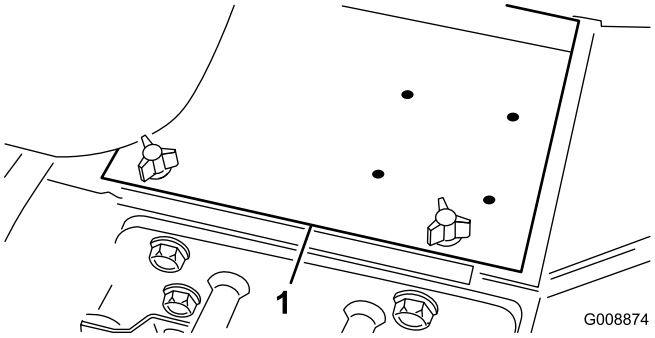

**Figur 4**
3. Fjern batteridekslet (Figur 4).